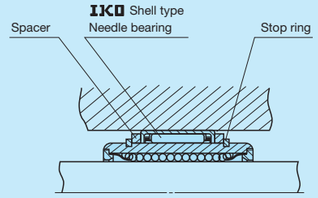

Fig. 3 Example of linear motion and rotational motion
Note (1) For hardness factor, refer to Fig. 3 in page Ⅲ-5.
LM series units support only linear motion but do not support rotational motion. When performing rotational motion and linear motion of short stroke length, IKO Stroke Rotary Bushing is recommended to be used. And, for the usage requiring rotational motion and linear motion of long stroke length, it is recommended to use in combination with IKO needle bearing as shown in Fig. 3.